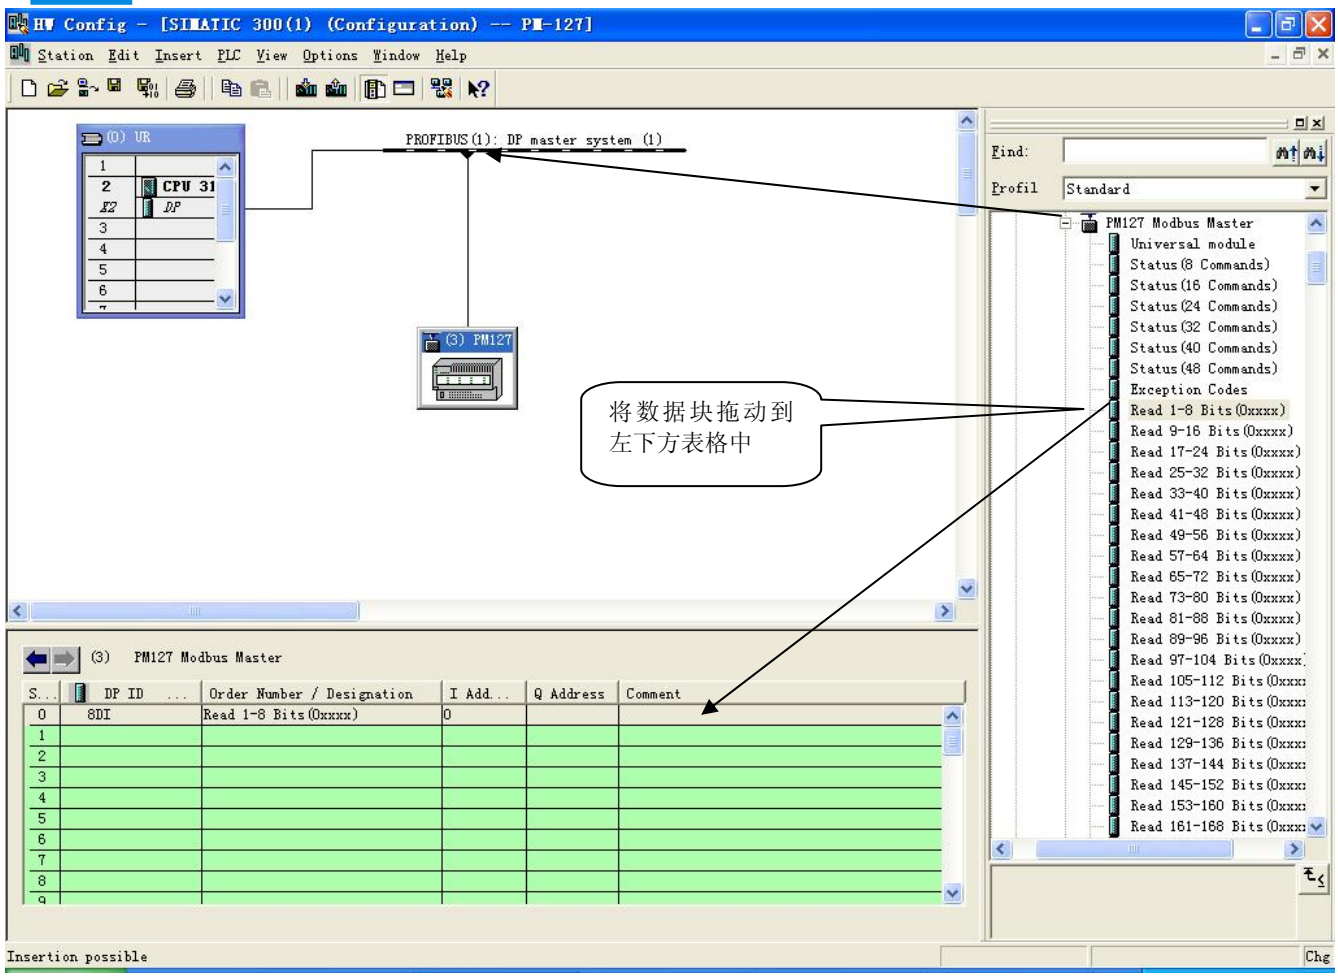

图 12
5. 将从站 PM-126B 配入到 PROFIBUS 网络配置当中，并将输入输出数据块映射到 S7-300 或者其它控制器的内存当中，如图 12：